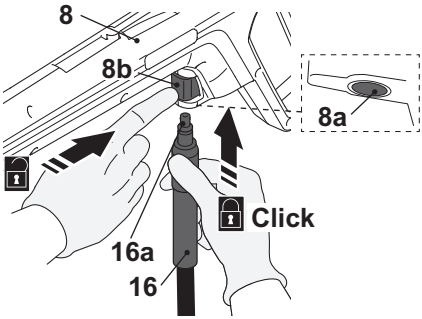

Fig. 3
> Insert the connector (16a) of the pressure hose (16) into the hose connection port (8a) of the spray gun (8). Ensure it snaps in place (Fig. 3). Press the release button (8b) to unlock if necessary.